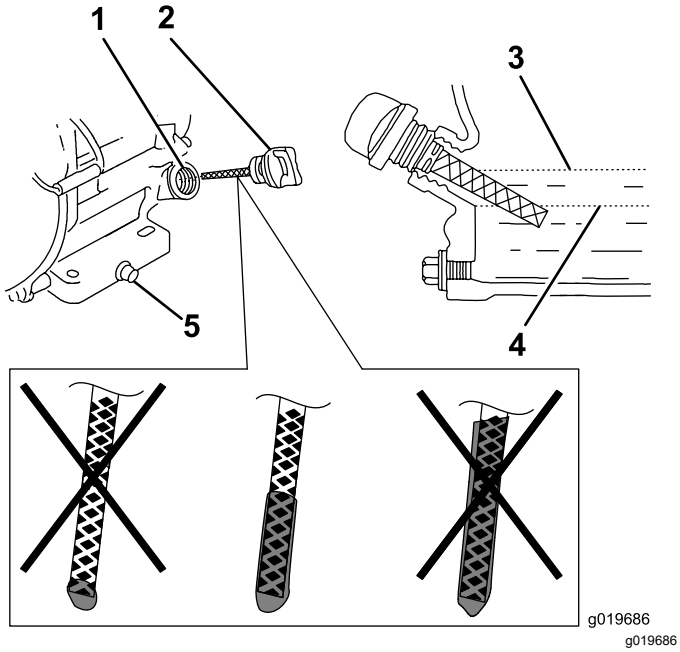

Figuur 16
6. Haal de peilstok eruit en controleer het motoroliepeil (Figuur 16).